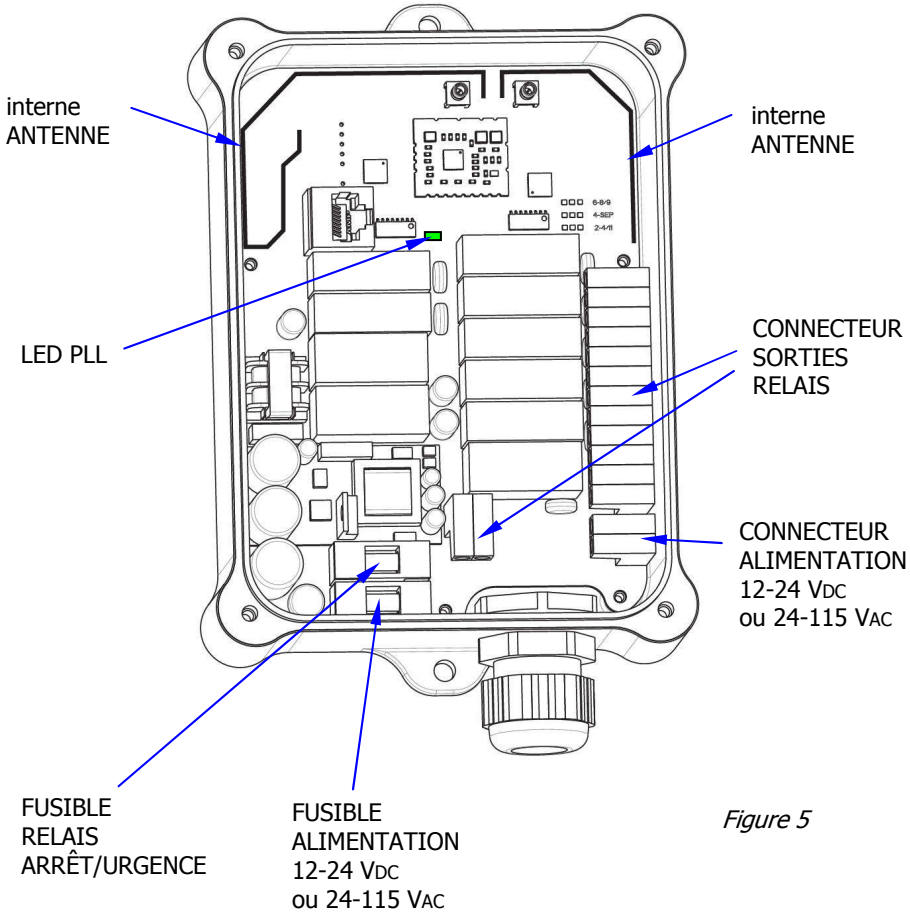

Figure 5
- Contrôler que la LED verte PLL (voir Fig. 5, 7, 9), qui signale l'état d'attente du signal radio, clignote sur le récepteur.